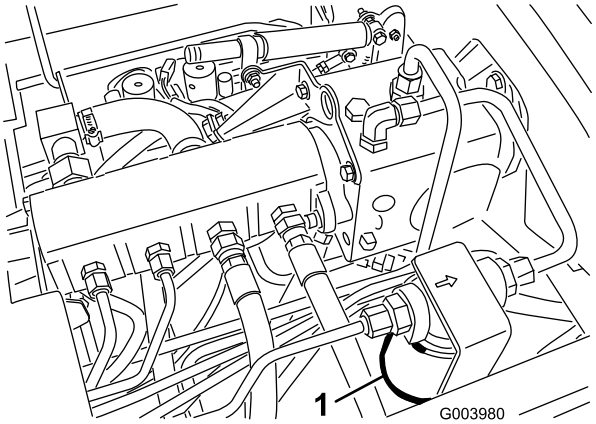
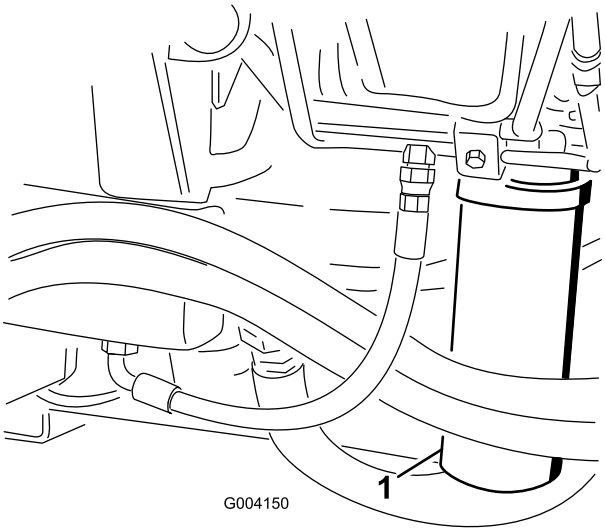

Figur 74
Figur 75
2. Rengör området där filtret ska monteras och sätt ett avtappningskärl under filtret i (Figur 74) och (Figur 75).